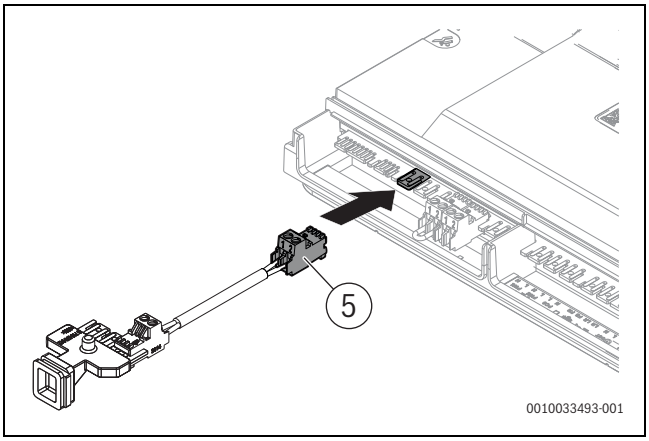

Rys. 113 Podłączanie przewodu magistrali BUS do gniazda BUS na listwie zaciskowej
- Przewód magistrali BUS na listwie zaciskowej (→ rys. 113, [5]) podłączyć do gniazda BUS na listwie zaciskowej.